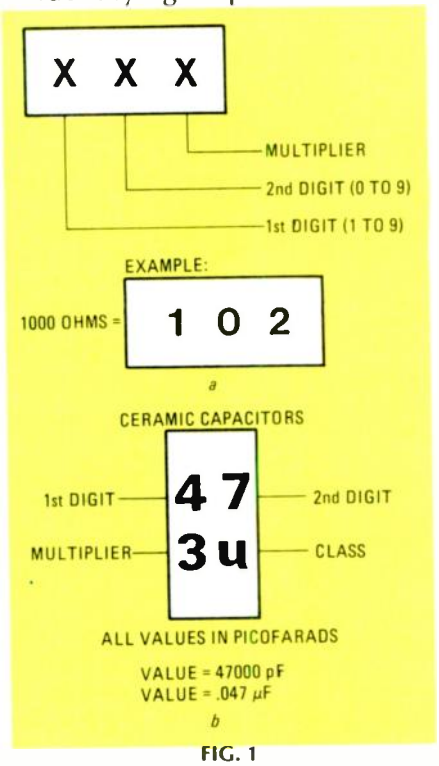

FIG. 1
Instead of using colored dots or bands, chip resistors are identified by numbers printed on the top of the device, as shown in Fig. 1-a. For example, a 1000-ohm resistor would be marked "102." The first two numbers (10) are the first two digits of the value. The third number is the power-of-ten multiplier. (It tells you how many zeros to add, as seen in Fig. 1-a.)
Ceramic capacitors are marked with a similar system, except that two rows of numbers are used, as shown in Fig. 1-b. For instance, a .047-μF capacitor would be marked "47" in the top row and "3-u" in the bottom one. The top two numbers represent the first and second digit in the part value. The number in the second row is the power-of-ten multiplier. All values are marked in picofarads. (To convert that value to microfarads, the decimal point is then moved six places to the left.) That is practically the same as the system used now for small mica and ceramic types. The letter following the number represents the class or tolerance of the capacitor.